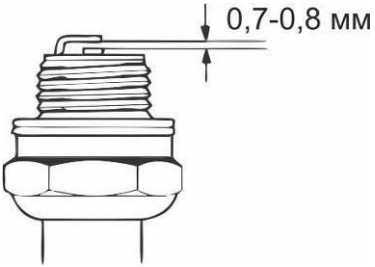

Рис. 16. Свеча зажигания.
4. Измерьте зазор между электродами свечи зажигания специальным щупом. Зазор должен быть 0,7-0,8 мм. (Рис. 16) При увеличении, или уменьшении требуемого зазора, рекомендуется заменить свечу, т.к. регулировка зазора может привести к изменению качества искрообразования.